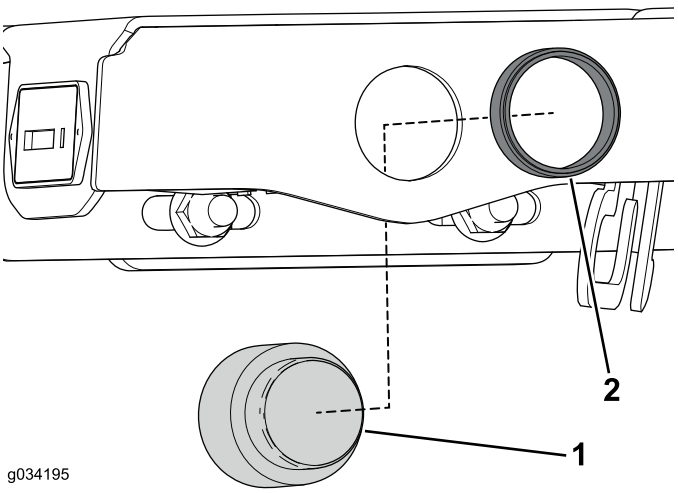

Figura 27
2. Utilizzate l'anello di fissaggio per fissare l'allarme acustico al gruppo consolle (Figura 27).